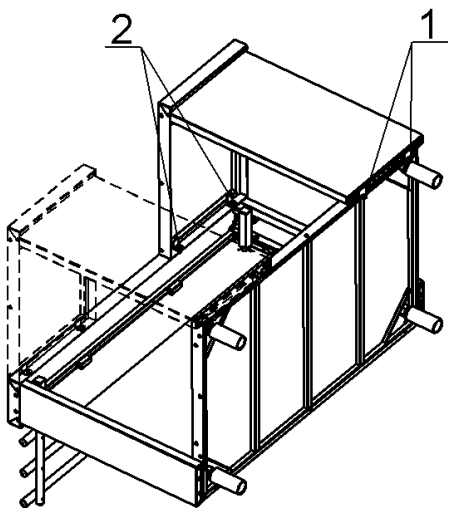

Рис.2
4.3 Стол для установки ККМ Вы можете разместить как справа (для правой кабины), так и слева (для левой кабины). Для этого необходимо отвернуть болты в точках 1 и болты в точках 2, затем переставить тумбу со столом на другую сторону кабины и закрепить (см. рис.2).